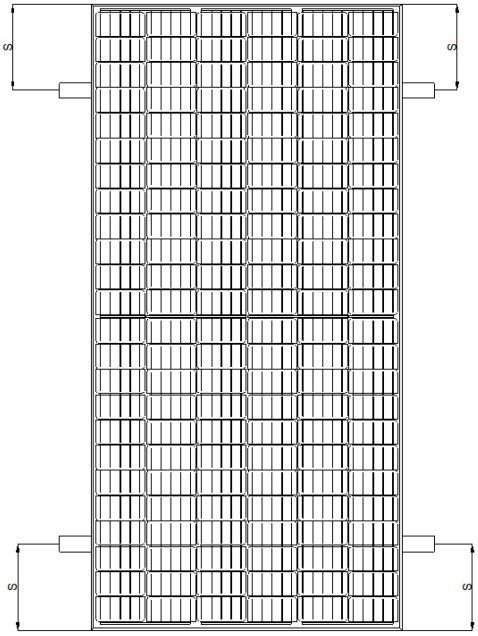

Figures 6: 259mm＜s＜309mm
2) Long EdgePerpendicular to Array Rails (Figure 6)长边与阵列导轨垂直（图6）
The modules may also be mounted using clips on the long sides of the module when the array rails are perpendicular to the long sides, as shown in Figure 6. The clip centerlines must be between 259mm and 309mm from the ends of the module. Note that the mounting clips should meet the minimum dimensions (catch width of 5mm and length of 30mm) shown in Figure 4 a). The array rails must support the bottom of the modules and must be continuous pieces (no breaks in the rail).
当长边与阵列导轨垂直时，也可以使用压块在组件的长边安装，如图6所示。压块的中心位置距离组件末端距离在259-309mm之间。注意：安装压块应满足最小尺寸（被卡住的5mm宽，30mm长）如图4 a）所示。阵列的导轨必须支撑组件的底部，导轨必须是连续的（导轨无断裂）。